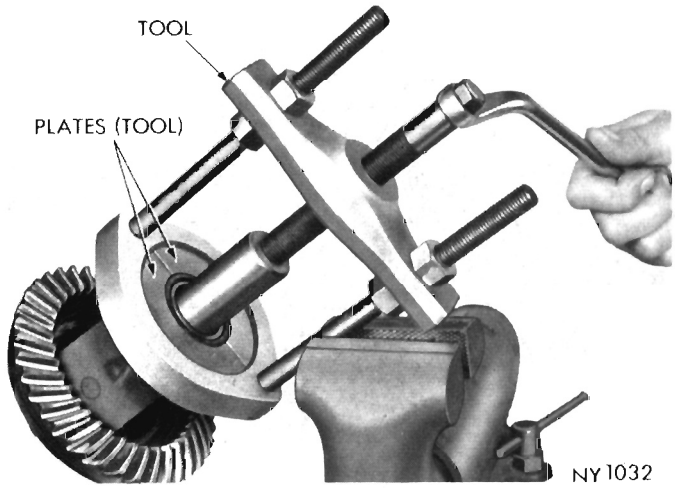

Fig. 14—Removing Differential Bearing Cone
(13) Remove drive pinion and rear bearing assembly from axle housing.
(14) Using a flat end brass drift, remove front and rear bearing cups from housing.
(15) Mount differential case and ring gear assembly in a vise equipped with soft jaws (brass).
(16) Remove drive gear bolts. BOLTS ARE LEFT HAND THREAD. With a non-metallic hammer tap drive gear loose from differential case pilot and remove.
(17) If a drive gear runout exceeded .005 inch in step 4, differential case flange runout should be remeasured. Install differential case with appropriate bearing cups and shims in axle housing. Loosen nut of spreader tool and remove, mount dial indicator in contact with drive gear flange face to take runout readings as in steps 3, 4 and 5. Total allowable runout should not exceed .003 inch. It is often possible to reduce high runout by positioning drive gear 180° from point of maximum runout when re-assembling ring gear on differential case.
(18) With small drift remove differential pinion shaft lock pin from drive gear side of case.
(19) With a brass drift remove differential pinion shaft.
(20) Rotate differential side gears until differential pinions appear at differential case windows and remove.
(21) Remove differential side gears and thrust washers.
(22) Remove differential bearings using Tool C-293 and #39 plates (Fig. 14).